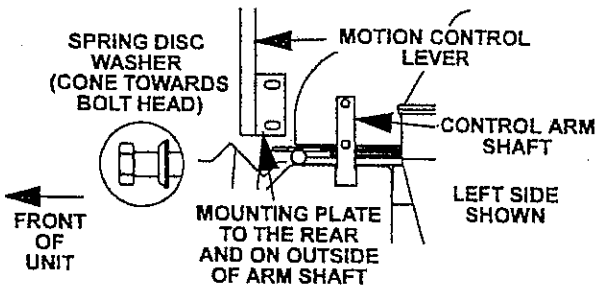

FIG. 1
3.5.1 Loosen and remove the two (2) 3/8" x 1" bolts and spring disc washers which attach the motion control levers to the control arm shafts for shipping and the two (2) 3/8" x 1" bolts and spring disc washers which are screwed into the control arm shafts.
a) Install the left motion control lever onto the control arm shaft (See Fig 1)on the left side of the console. Place the lever (with the mounting plate towards the rear) on the outside of the control arm shaft and secure with the bolts and washers. Position the lever so the bolts are in the center of the slots on the lever mounting plate and tighten until snug.